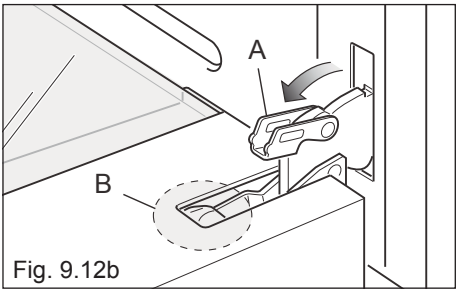

Fig. 9.12b
- Open the lever "**A**" completely on the left and right hinges (fig. 9.12b).
- Gently close the door (until left and right hinge levers "**A**" are hooked to part "**B**" of the door (figs. 9.12b, 9.12c).
- Gently close the door until left and right hinge levers "**A**" are hooked to part "**B**" of the door (figs. 9.12b, 9.12c).